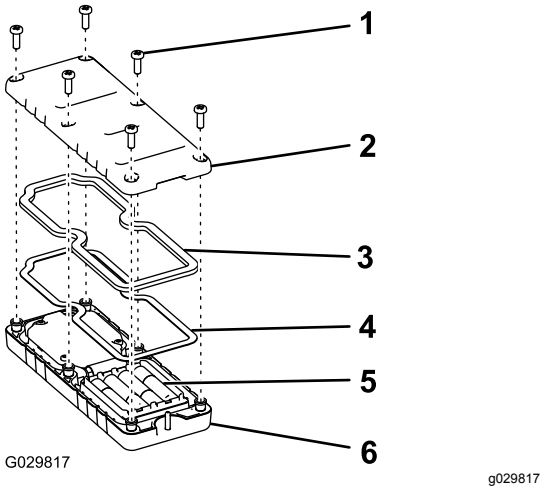

Figur 40
1. Fjern de seks skruene på baksiden av fjernkontrollen, og ta av dekslet (Figur 40).
5. Sett dekslet på plass og fest det med de seks skruene du fjernet tidligere (Figur 40), og stram til med et moment på 1,5 til 1,7 Nm.